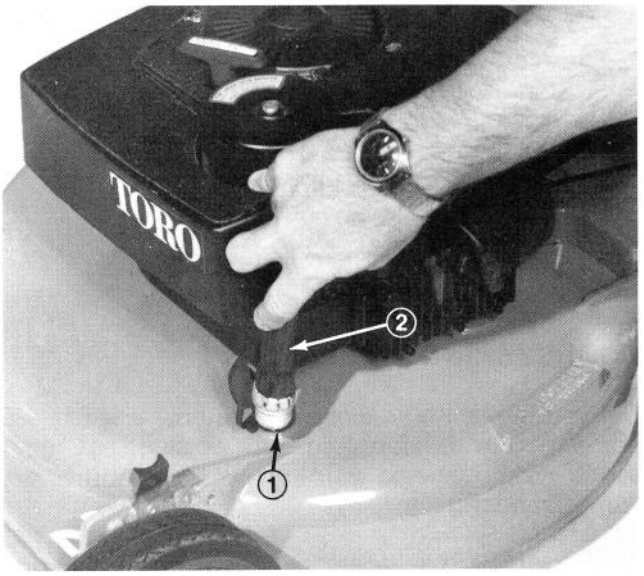

Afbeelding 21
3. Start de motor. Steek het uiteinde van een tuinslang, zonder tuit, in het spoelgat (Afb. 21). Gebruik middelmatige waterdruk, laat het water en de motor ongeveer 2 minuten lopen.